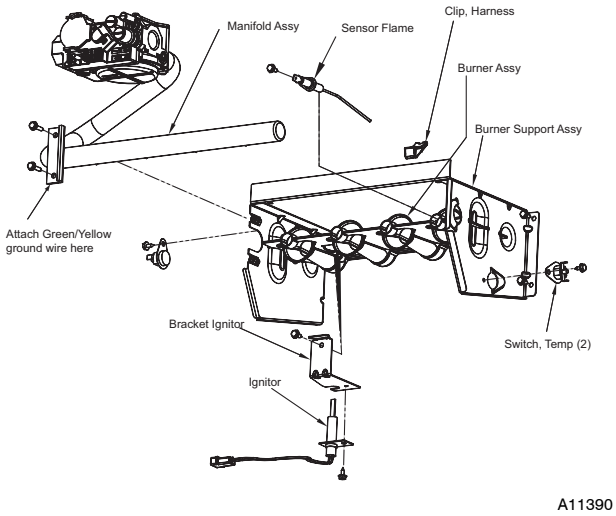

**Fig. 33 - 80% Burners**
**NOTE**: Use a back-up wrench on the gas valve to prevent the valve from rotating on the manifold or damaging the mounting to the burner box. See Fig. 33 and 34.